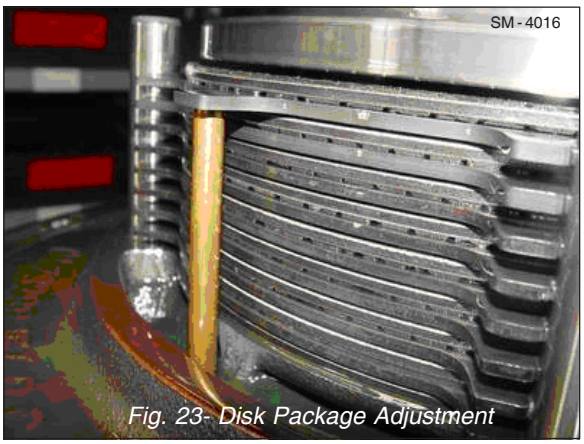

Fig. 23- Disk Package Adjustment
15. Install the checkout disk package again and make a new adjustment.Refer to fig.23